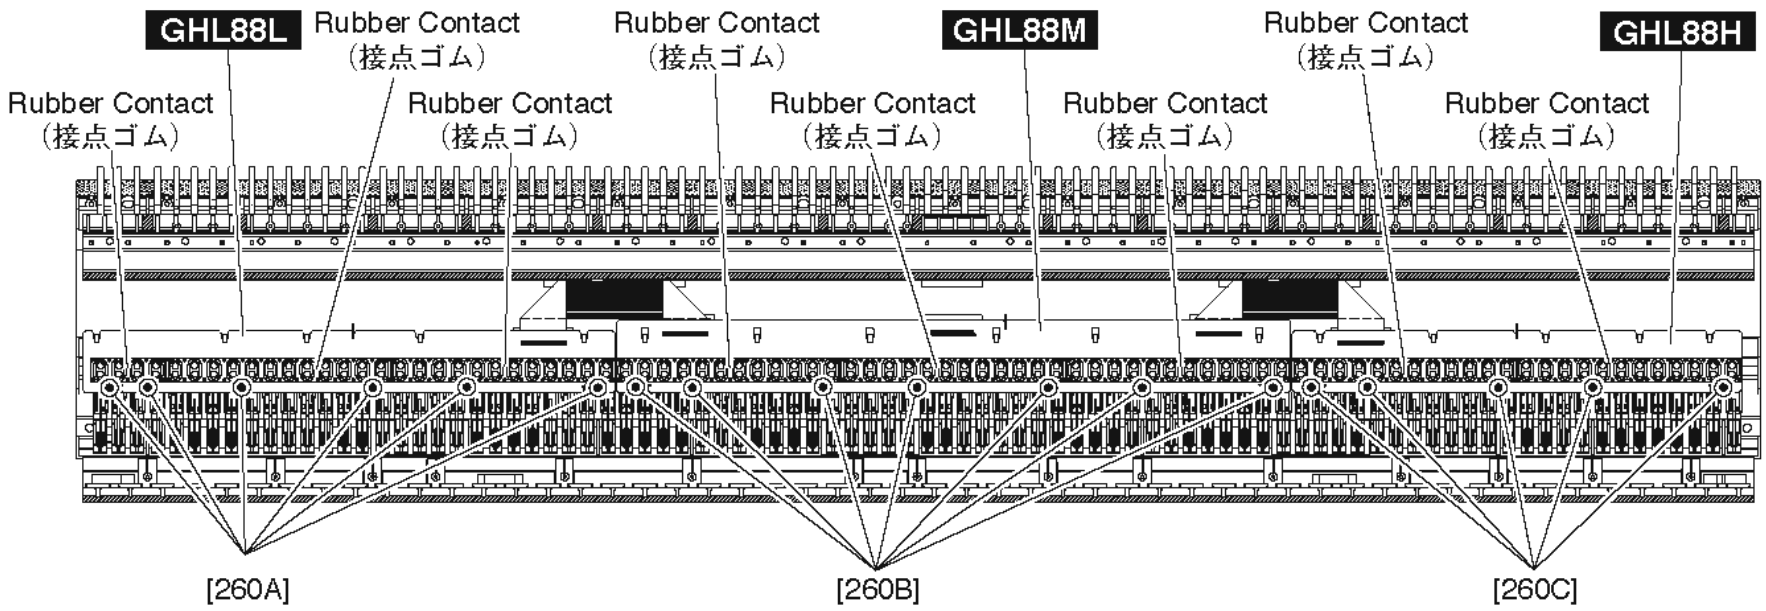

Fig.13（図 13）
The rubber contact can then be removed. (Fig.13, Fig.14)
(図 13, 図 14)
Remove the six (6) screws marked [260A]. The GHL88L circuit board can then be removed. (Fig.13)
[260A] のネジ 6 本を外して、GHL88L シートを外します。(図 13)
Remove the seven (7) screws marked [260B]. The GHL88M circuit board can then be removed. (Fig.13)
[260B] のネジ 7 本を外して、GHL88M シートを外します。(図 13)
Remove the five (5) screws marked [260C]. The GHL88H circuit board can then be removed. (Fig.13)
[260C] のネジ 5 本を外して、GHL88H シートを外します。(図 13)
Tighten the six (6) screws marked [260A] to fix the GHL88L circuit boards. (Fig.13)
Tighten the seven (7) screws marked [260B] to fix the GHL88M circuit board. (Fig.13)
Tighten the five (5) screws marked [260C] to fix the GHL88H circuit board. (Fig.13)
GHL88L シートを取り付け、[260A] のネジ 6 本で固定します。(図 13)
GHL88M シートを取り付け、[260B] のネジ 7 本で固定します。(図 13)
GHL88H シートを取り付け、[260C] のネジ 5 本で固定します。(図 13)